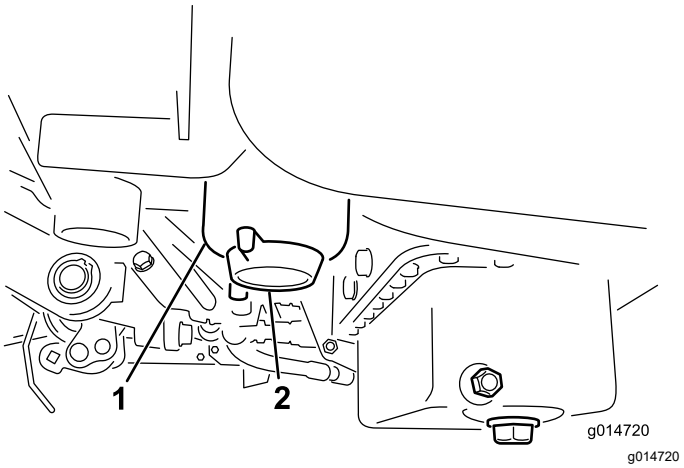

Figuur 37
3. Open de aftapplug op het brandstoffilter ongeveer één slag en tap eventueel water af (Figuur 37).